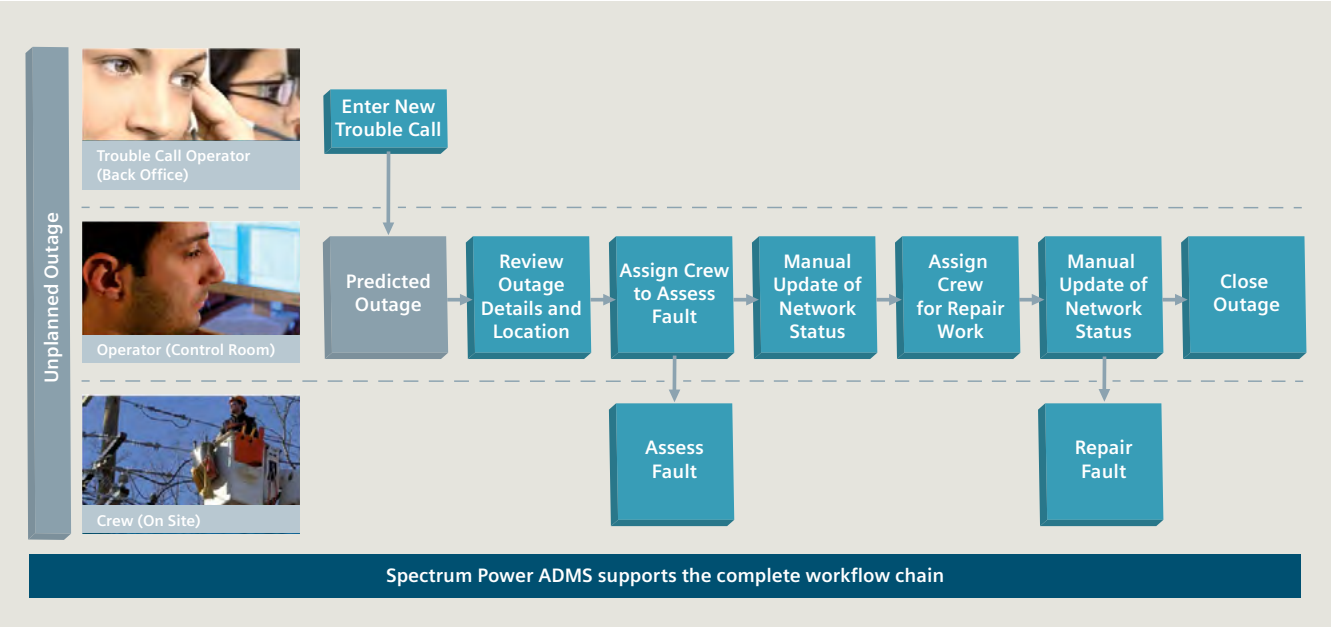

Fig. 7.1-34: A typical workflow in managing the distribution grid
is a collection of functions, tools and procedures that an operator/dispatcher uses to manage the detection, location, isolation, correction and restoration of faults that occur in the power supply system. OM is also used to facilitate the preparation and resolution of outages that are planned for the network. These processes are used to expedite the execution of the tasks associated with the handling of outages that affect the network, and provide support to operators at all stages of the outage lifecycle, starting from events such as the reception of a trouble call or a SCADA indication of an outage, and extending until power is restored to all customers (fig. 7.1-34). This process is used to solve the outage regardless of whether the outage is at the level of a single distribution transformer providing power to one or a few energy consumers, or at the level of a primary substation providing power to many energy consumers. All operations, authorizations and comments that occur in these processes are documented and collected in outage records. This information is made available to external sites for further statistical analysis and processing. OM provides the automatic processing of an outage record used to monitor changes in the network, and has an internal interface to Crew Management (CM), Switching Procedure Management (SPM), and Trouble Call Management (TCM). Data communication to external applications is enabled through Service-Oriented Architecture (SOA) adapters.